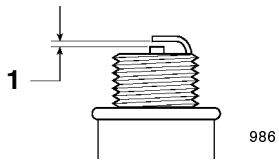

**Figure 40**
4. Set the gap on the new plug as shown in Figure 40.